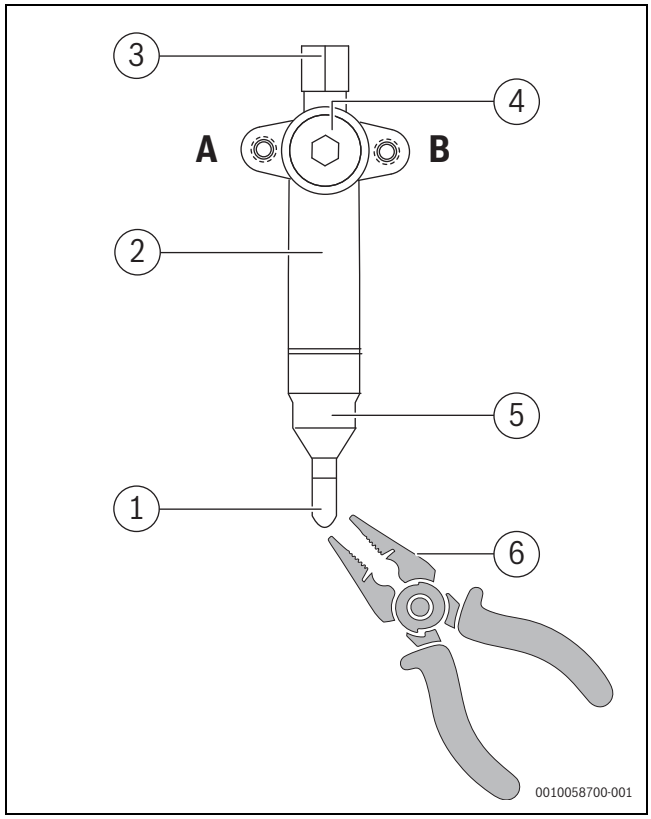

Rys. 20
- Więcej instrukcji znajduje się na rys. 20.